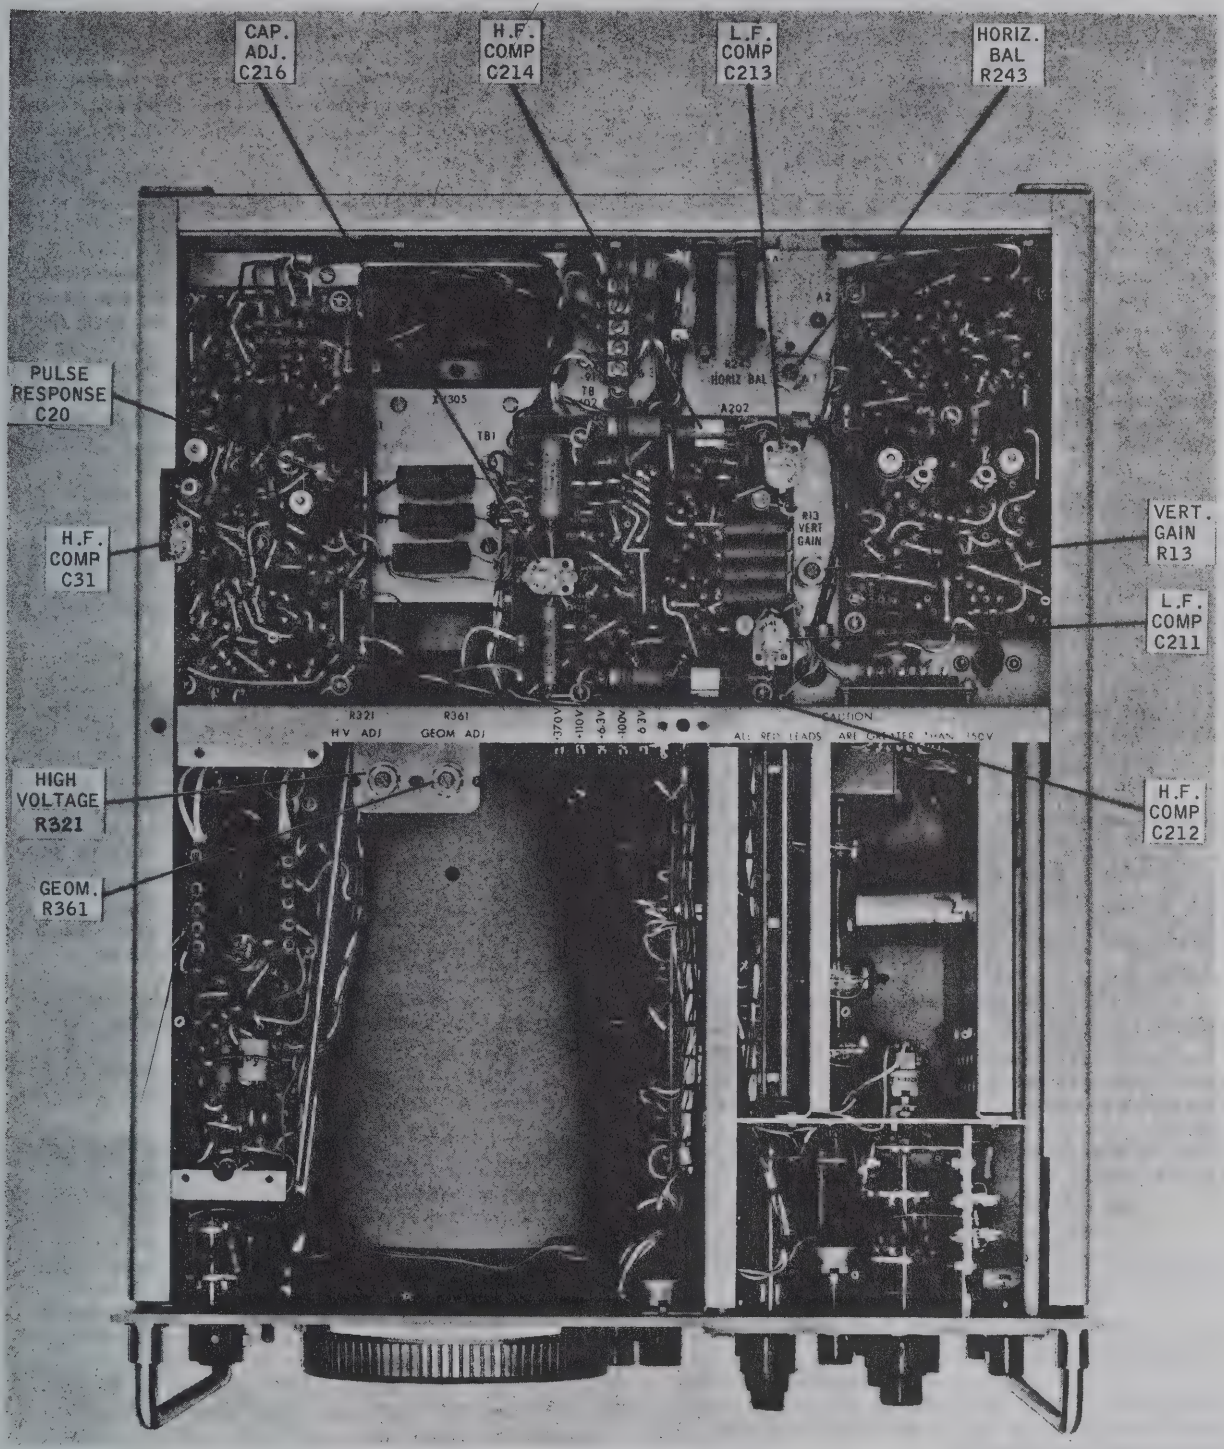

Figure 5-3. Top View, Location of Adjustments
b. HIGH-VOLTAGE POWER SUPPLY ADJUSTMENT. - Location of the adjustment for the -1500-volt-high-voltage power supply is shown in figure 5-3. Test points are shown in figure 4-15.
(1) With the MX-2930B/USM Vertical Plug-In installed, apply a signal from the amplitude CALIBRATOR to the vertical INPUT. Set the SWEEP MODE control just out of PRESET and position the vertical trace (4-cm high) parallel and next to the left edge of the graticule. Note any nonlinearity and reposition the display at the right edge of the graticule. Again note any nonlinearity in the display. Remove all vertical input signals, and set the SWEEP MODE control to FREE RUN. Position the trace (10-cm long) alternately at the top and the bottom of the graticule, noting in each case any deviations from a straight line trace as compared to the graticule edge.
(2) If there is excessive distortion in the vertical or horizontal traces, change the adjustment of the Geometry control, R361, to correct this. The trace should be moved from one end to the opposite end of the graticule both horizontally and vertically to compare the effects of any adjustments. See figure 5-3 for location of R361.
(c) Adjust the Balance control R243 (see figure 5-3) to center position the spot in the center of the CRT graticule.
(j) Adjust the L.F. Comp capacitors C211 and C213 (see figure 5-3) for an approximately flat-topped square wave, if necessary.
(k) Increase the Cap Driver Adj. trimmer, C216 (see figure 5-3), until some overshoot appears on the left side of square wave; then readjust until this overshoot just disappears.
(d) Adjust the Vert Gain control, R13 (see figure 5-3), to produce exactly 4-centimeters vertical deflection on CRT. Disconnect the voltmeter calibrator.
(d) If necessary, adjust the Hi Freq Comp capacitor, C31 (see figure 5-3), to produce a flat-topped square wave. Ignore any high-frequency ringing at this time.
(e) Center the square wave vertically, and adjust the Pulse Response Adjust capacitor, C20 (see figure 5-3), to obtain the best leading edge on the square wave. Any ringing in step d should now decrease in amplitude. Disconnect the square wave generator.